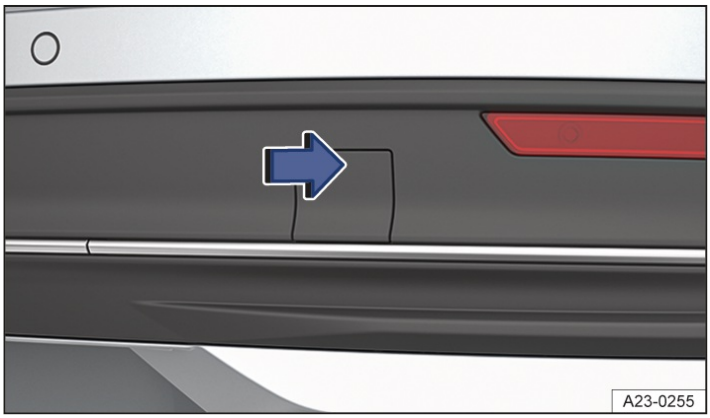

Fig. 1 In the right rear bumper: Remove the cover, variant 1.
2. Press on the marked area of the cover in the direction of the arrow to release the catch on the cover → *fig. 1*.